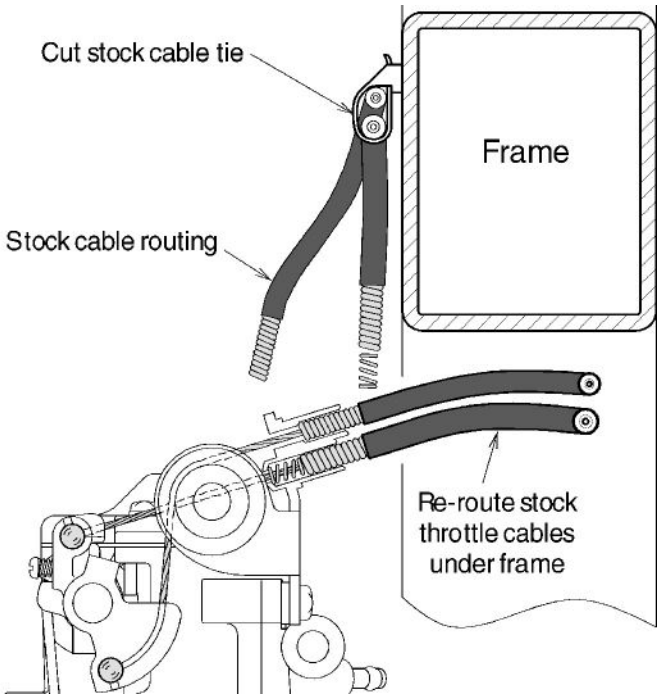

Figure 2
A. The HSR carburetor uses the stock throttle cables. However, new cable routing is required to prevent cable binding. To re-route the cables you must elevate the rear of the tank. Cut the stock cable tie from the frame, located above the front cylinder. Some models may use sheet metal clips; if so, remove the cables from the clip. Re-route the cables under the frame (Figure 2).